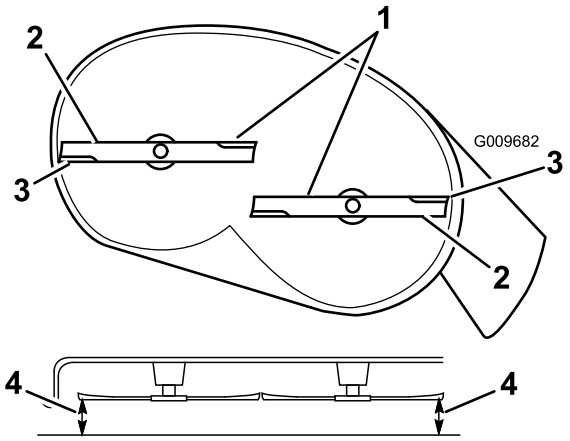

Figur 52
4. Rotera försiktigt knivarna så att alla är parallella (Figur 52).
5. Mät mellan de yttre knivseggarna och den plana ytan (Figur 52). Om inte båda mätningarna är inom 5 mm krävs en justering. Fortsätt med denna procedur.